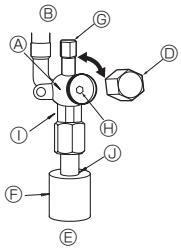

Fig. 4-6
(1) Gas/Liquid side of ZRP35-71 (Fig. 4-6)
① Remove the cap and turn the valve rod counterclockwise as far as it will go with the use of a 4 mm hexagonal wrench. Stop turning when it hits the stopper. (ø9.52: Approximately 10 revolutions)
② Make sure that the stop valve is open completely, push in the handle and rotate the cap back to its original position.